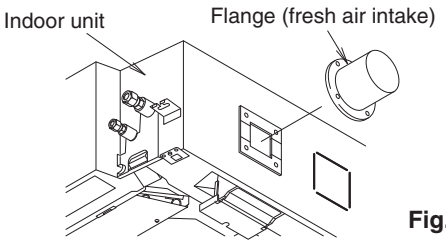

Fig. 2-361
(4) Fasten the flange to the indoor unit supplied with the installation screws (x4). (Fig. 2-361)